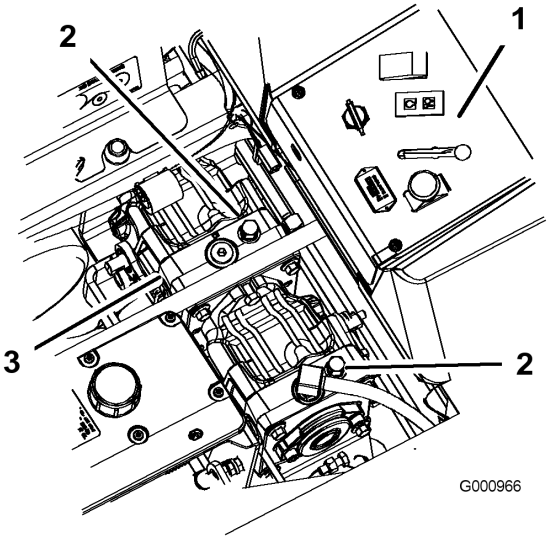

Figure 26
2. Tournez les vannes de dérivation d'un tour dans le sens anti-horaire pour pousser la machine. Cela permet au liquide hydraulique de contourner la pompe et aux roues de tourner (Figure 26).
Tournez les vannes de dérivation d'un tour dans le sens horaire pour conduire la machine (Figure 26).